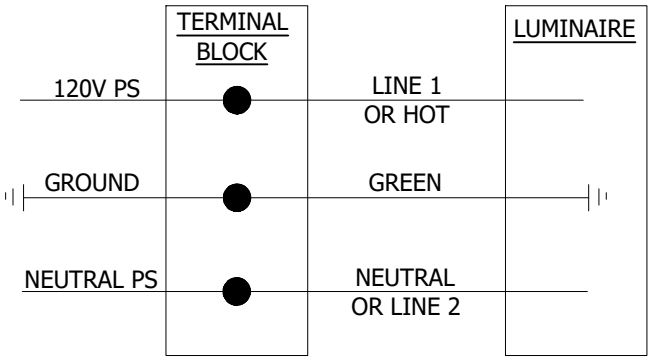

FIGURE 7
(2) ATTACH SERVICE LEADS TO TERMINAL BLOCK AS SHOWN ON THE WIRING SCHEMATIC. SEE FIGURE 7.